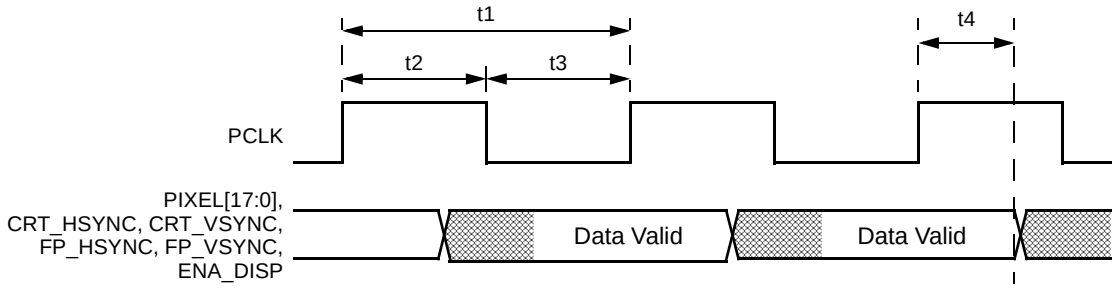

**Figure 6-11. Graphics Port Timing**
**Table 6-18. Video Interface Signals (Refer to Figures 6-11 through 6-13)**